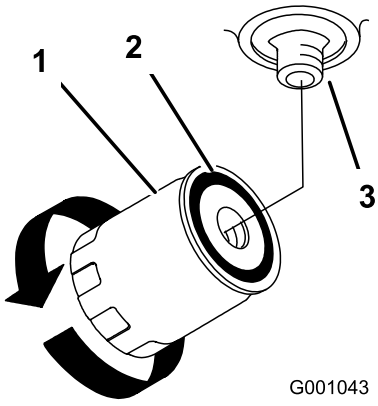

Figuur 69
3. Smeer een dun laagje hydraulische vloeistof op de rubberen pakking van het nieuwe filter (Figuur 69).
7. Vul de hydraulische tank met hydraulische vloeistof totdat de vloeistof over het filter stroomt. Draai vervolgens het oliefilter rechtsom totdat de rubberen pakking contact maakt met het filtertussenstuk. Draai het filter daarna met de hand nog een extra 1/2 slag vast (Figuur 69).